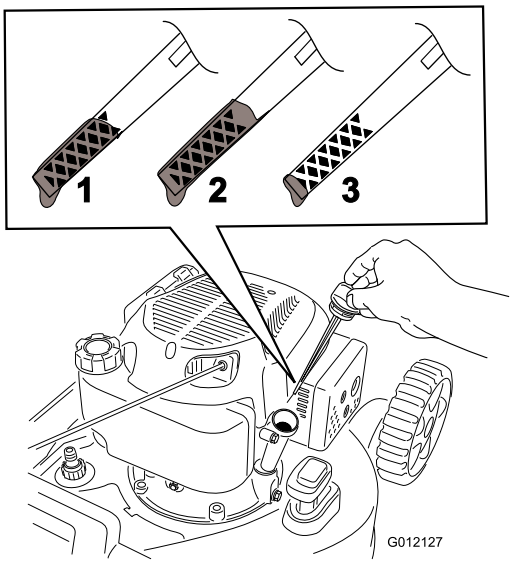

Figur 6
2. Ta ut oljestickan (Figur 6) och häll på olja i påfyllningsröret till ungefär 3/4 av vevhusets oljekapacitet.
5. Ta ut oljestickan och läs av oljenivån (Figur 6).